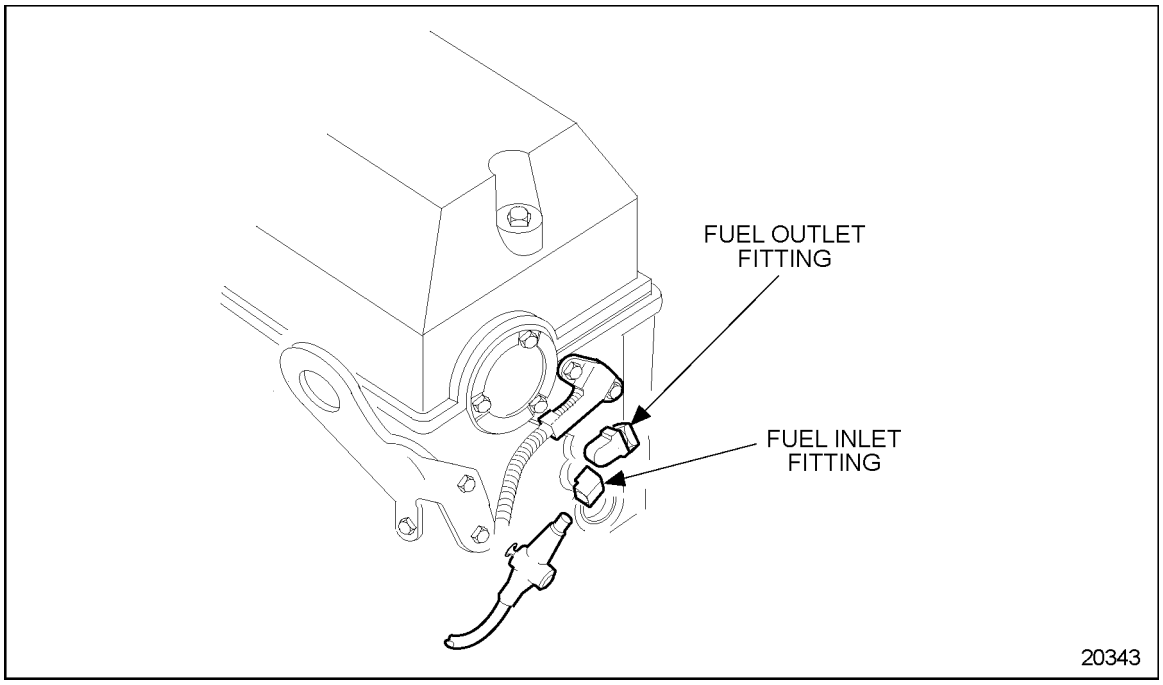

Figure 2-32 Cylinder Head Fuel Fitting Locations
2. Drain the cylinder head fuel gallery by removing the inlet and outlet lines from the fittings at the rear of the cylinder head. Blow low pressure compressed air into the inlet fitting for 20 to 30 seconds or until all of the fuel is purged from the cylinder head. See Figure 2-32.